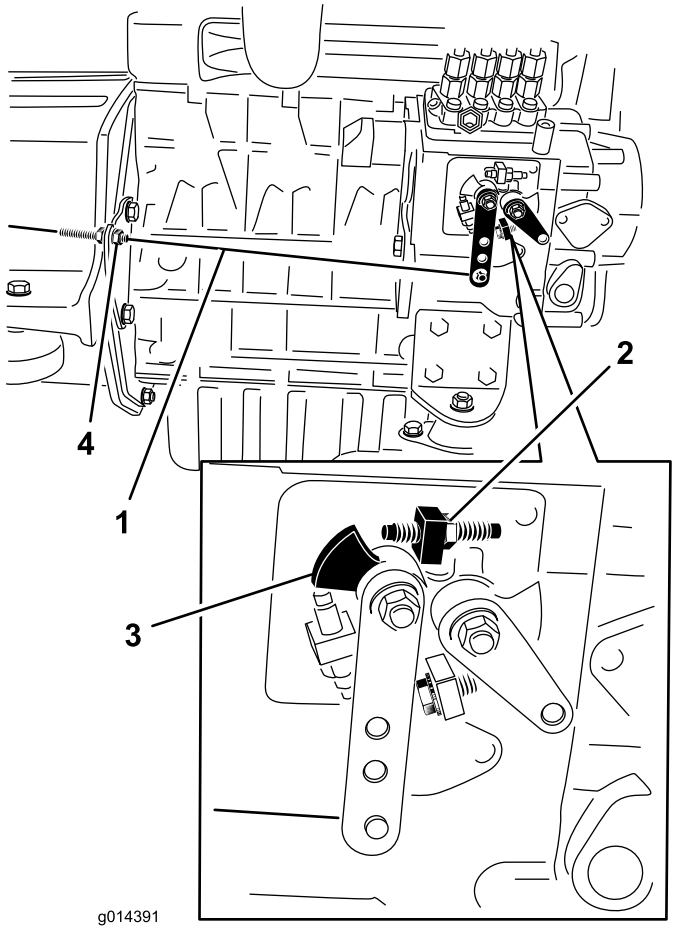

**Figur 46**
2. Kontroller positionen af hastighedskontrolhåndtaget på brændstofindsprøjtningspumpen. Hastighedskontrol-håndtaget skal berøre skruen til høj tomgangshastighed, når gashåndtaget er i (stop)positionen HURTIG (Figur 46).
3. Om nødvendigt kan positionen af gaskablets kontramøtrikker justeres, så hastighedskontrolhåndtaget berører skruen til høj tomgangshastighed, når gashåndtaget er i (stop)positionen HURTIG (Figur 46).